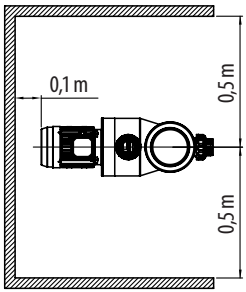

FIGURA 1
- Se recomienda dejar el espacio libre entre el producto y los límites de instalación definidos en la imagen (FIGURA 1).